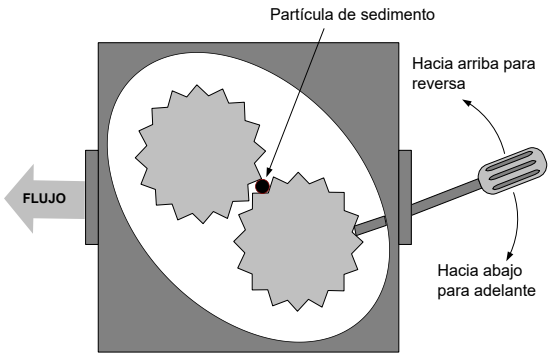

Figura 12
Una bomba atascada por desechos o manteca endurecida puede, por lo general, liberarse manualmente si mueve los engranajes con un destornillador u otro instrumento como se ilustra en la Figura 12. **Asegúrese de que la alimentación de la bomba esté apagada antes de intentar esto.**
3. Use un destornillador para girar manualmente los engranajes (consulte la Figura 12).